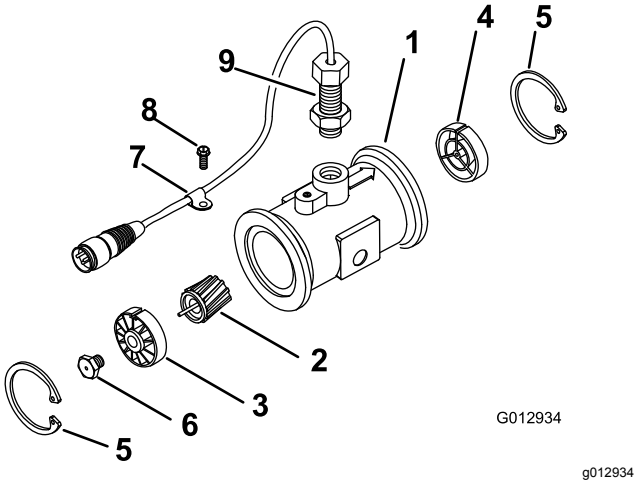

Figur 47
3. Ta av låseringen på oppstrømssiden (Figur 47).